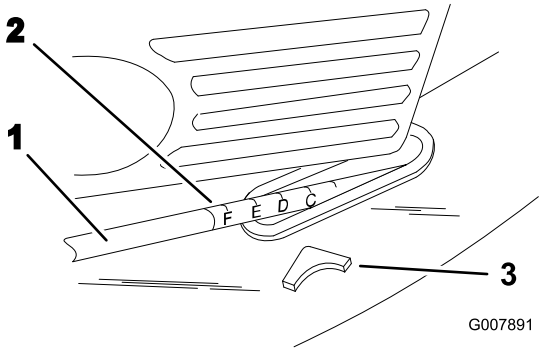

Figur 18
5. Løft opp eller trykk ned håndtaket, og bruk anviseren og innstillingen for klippehøyde på stangen til å stille inn ønsket klippehøyde (Figur 18).